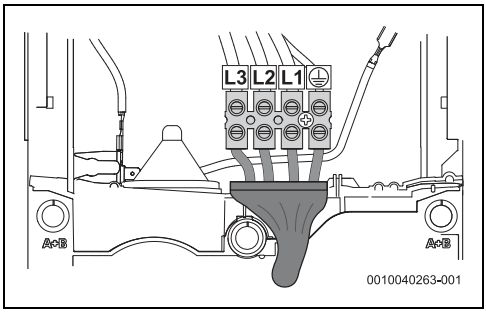

Rys. 44 Przyłącze od dołu na krótkie kable
- Przyłącze od dołu na krótkie kable (rys. 44)